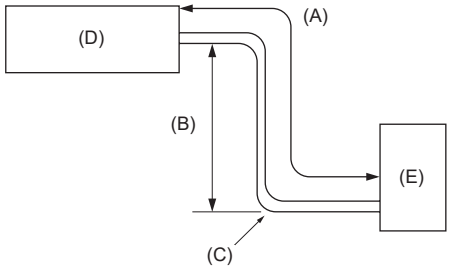

Abb. 2-1
2.1. Rohrleitung für Kältemittel (Abb. 2-1)